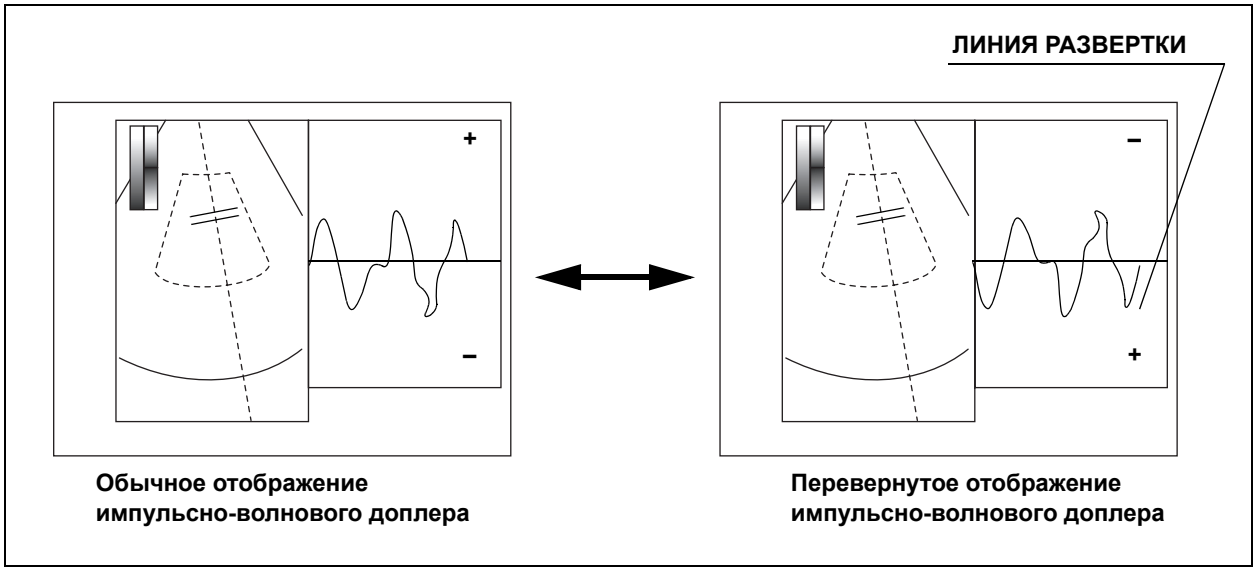

рисунок 7.124
- Если отображение импульсно-волнового доплера перевернуто, кривые над линией развертки представляют информацию о скорости кровотока, который приближается к ультразвуковому эндоскопу (–), а кривые под линией развертки представляют информацию о скорости кровотока, который идет от ультразвукового эндоскопа (+). (см. рис. 7.124)